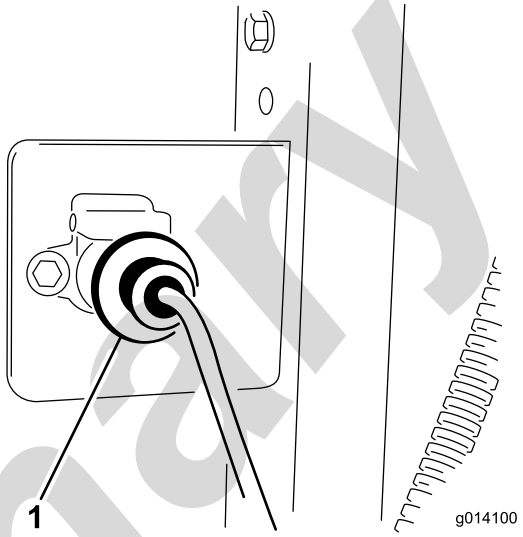

Rysunek 10
3. Zamocuj gniazdo wiązki przewodów do wspornika za pomocą 2 śrub 1/4 x 1 cal i nakrętek (Rysunek 10).
5. Podłącz wiązkę przewodów stacji bazowej do wiązki przewodów pojazdu holowniczego (Rysunek 10). Złącze znajduje się pomiędzy przewodami hydraulicznymi podłączonymi do pojazdu holowniczego.